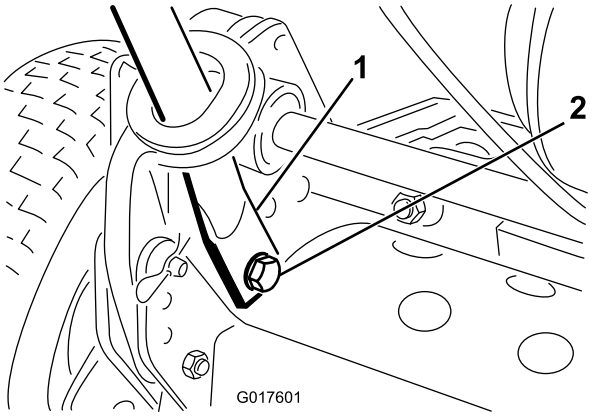

Figuur 3
4. Druk de uiteinden van de handgreep naar binnen en bevestig ze op de montagepennen (Figuur 3).
5. Bevestig de uiteinden van de handgreep aan de montagepennen met behulp van de bouten, ringen en borgringen die u eerder hebt verwijderd (Figuur 3).
6. Bevestig de handgreeparmen aan de achterkant van het frame met behulp van de R-pennen en de ringpennen die u eerder hebt verwijderd (Figuur 3).